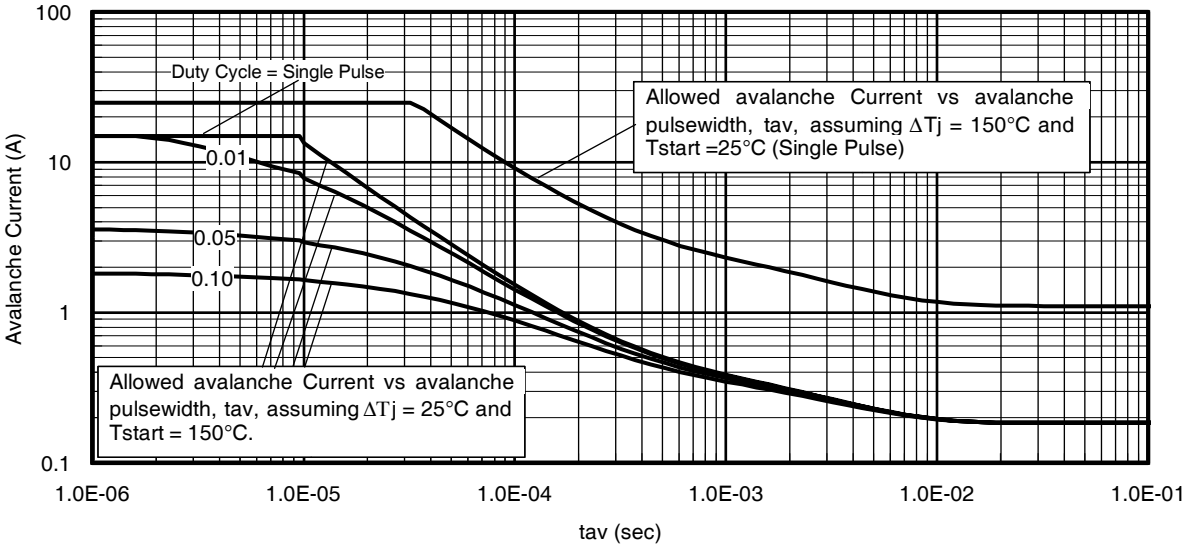

Fig 14. Typical Avalanche Current Vs.Pulsewidth
① Repetitive rating; pulse width limited by max. junction temperature.
② Starting T_J = 25°C, L = 1.00mH, R_G = 25Ω, I_{AS} = 15A.
③ Pulse width ≤ 400μs; duty cycle ≤ 2%.
④ R_θ is measured at T_J of approximately 90°C.
⑤ Limited by Tjmax. See Figs. 14, 15, 17a, 17b for repetitive avalanche information
Notes on Repetitive Avalanche Curves , Figures 14, 15:
7. ΔT = Allowable rise in junction temperature, not to exceed T_{jmax} (assumed as 25°C in Figure 14, 15).